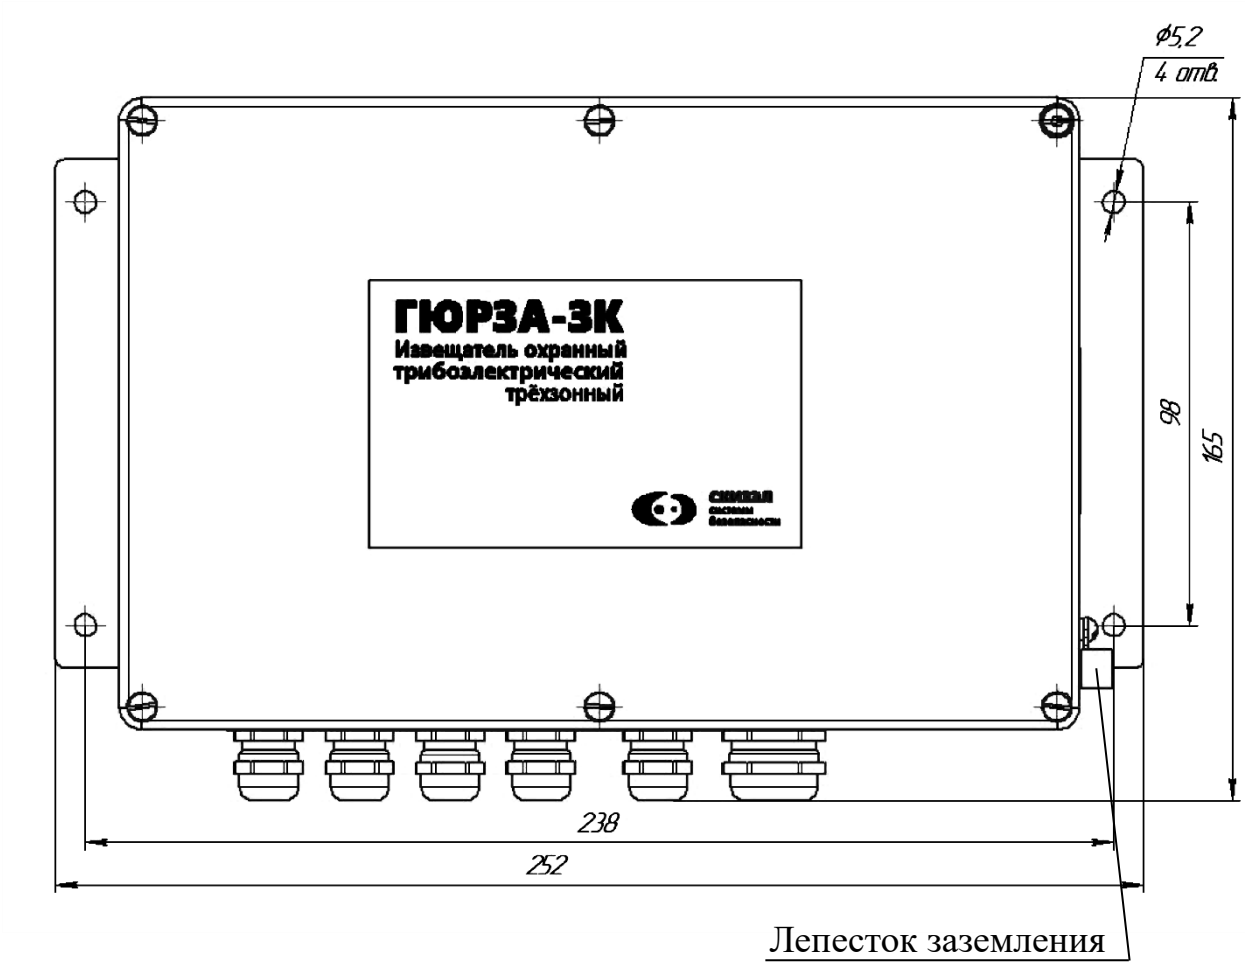

Рисунок 5.1 – Блок обработки сигналов
– вывинтить шесть винтов крепления крышки и снять крышку (рисунок 5.1);